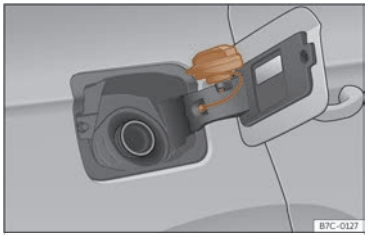

Fig. 181 Tapa del depósito con el tapón encajado.
- Colóquelo en el espacio que hay en la bisagra de la tapa abierta ››› fig. 181.